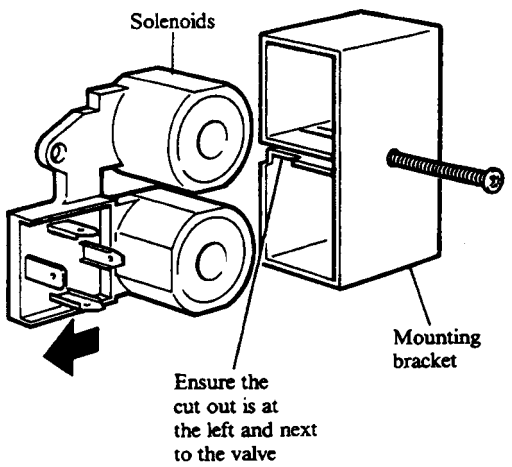

Fig. 40
Refer to Fig. 40.
4. Position the new solenoids in the mounting bracket, see Fig. 40 and replace the mounting bracket.